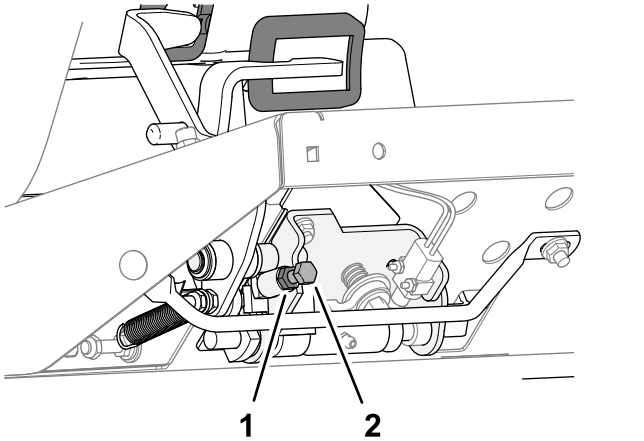

**Figur 82**
- Vrid anslagsskruven för hastighetsreglering (Figur 82) medurs för att minska klipphastigheten.